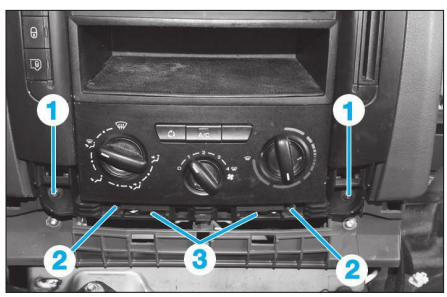

**Fig. 29**
- les vis (1) et (2) **(Fig.29)**,
• Dégrafer le panneau de commande de l'enjoliveur central en (3).